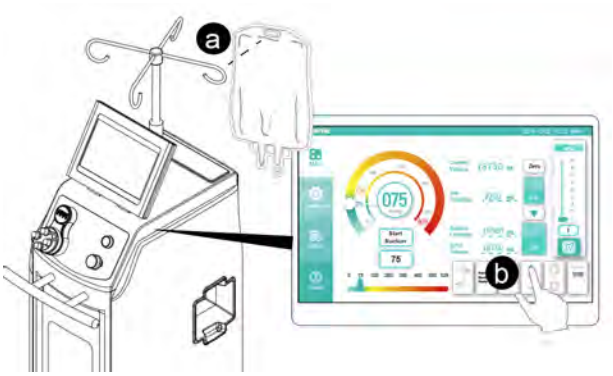

Figure 19 To Use the IV Pole
a. Hang one irrigation bag on each IV pole hook, if required. The maximum volume allowed per hook is 3000 milliliters (Figure 19).